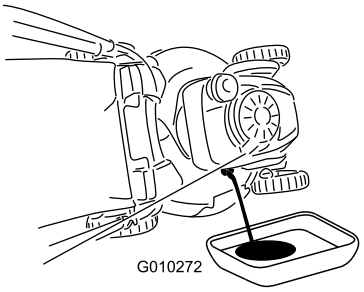

Figur 41
7. Lägg maskinen på sidan med påfyllningsröret nedåt för att tömma ut oljan genom påfyllningsröret i kärlet (Figur 41).